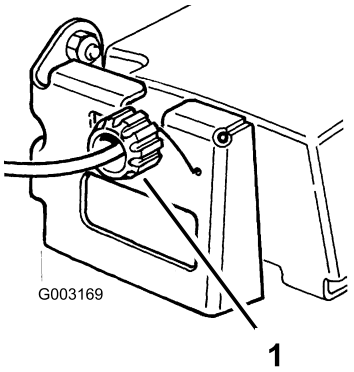

Рисунок 30
2. Поверните ручку управления по часовой стрелке на половину оборота, если у газонокосилки нет самоходного привода. Если газонокосилка медленно перемещается вперед, поверните ручку на половину оборота против часовой стрелки, чтобы ослабить ремень (Рисунок 30).